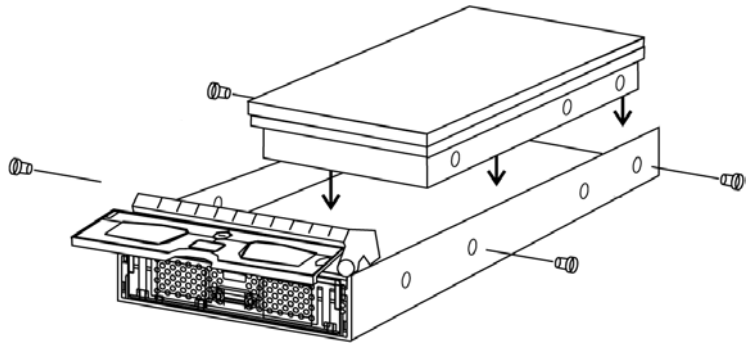

Figure 2- 8: Installing a SATA Hard Drive
2. ***Adjust the drive's location*** until the mounting holes in the drive canister are aligned with those on the hard drive. Secure the drive with 4 supplied 6/32 flat-head screws. (See ***Figure 2- 8***)